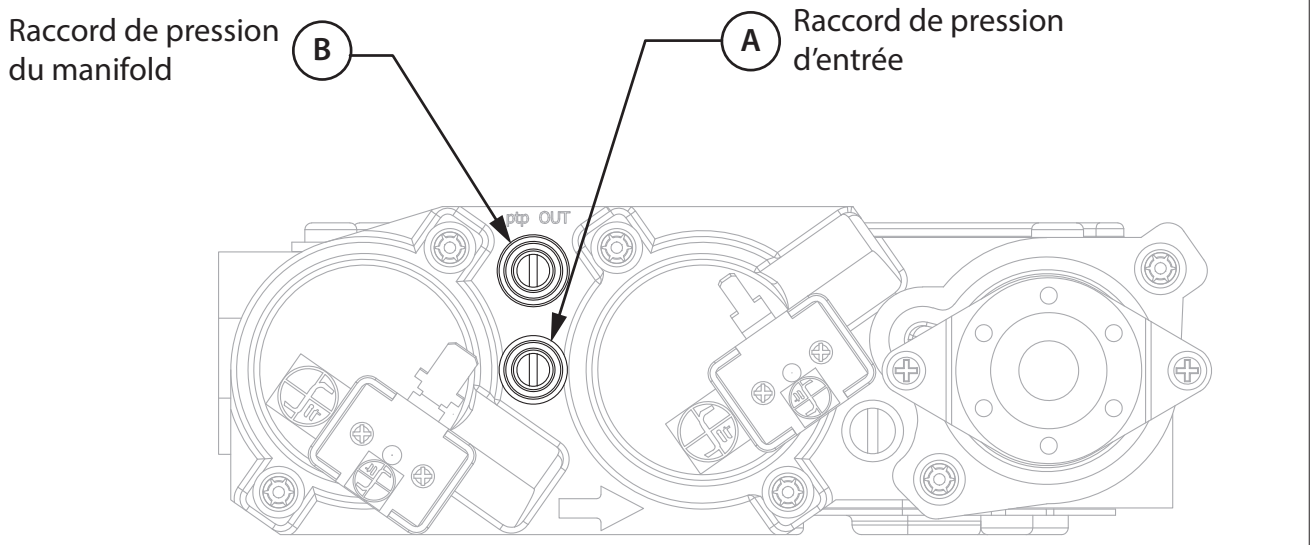

Figure 11.1, Raccords de test pression de valve de contrôle de gaz
1. Desserrer la vis du raccord de test de pression d'entrée («IN») en sens antihoraire. Voir (A) à la Figure 11.1.
2. Desserrez la vis du raccord de test de pression du manifold («OUT») en sens antihoraire. Voir (B) à la Figure 11.1.